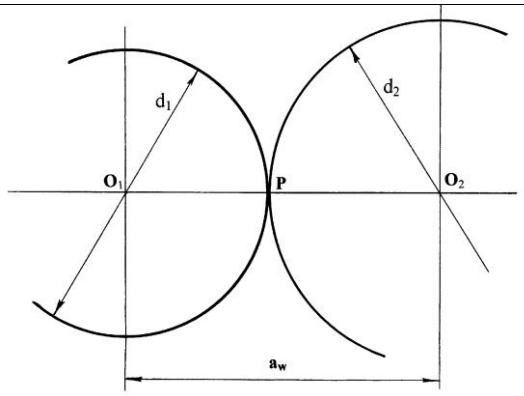

Рис. 4.2. Линия центров O_1O_2 и делительные окружности с диаметрами d_1 и d_2
2. С учетом выбранного масштаба отложить на линии центров межосевое расстояние $a_w = O_1O_2$ (рис. 4.2).
3. Из центров колес O_1 и O_2 провести делительные окружности с радиусами $r_1 = 0{,}5\ d_1$ и $r_2 = 0{,}5\ d_2$ (см. рис. 4.2). Эти окружности должны касаться друг друга в точке P, лежащей на линии центров и называемой полюсом зацепления.